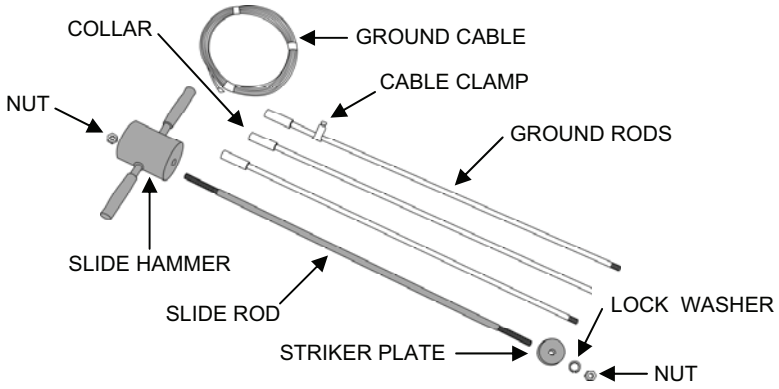

Figure 1. Ground Rod Assembly Components.
1. Gather the following components (Figure 1):